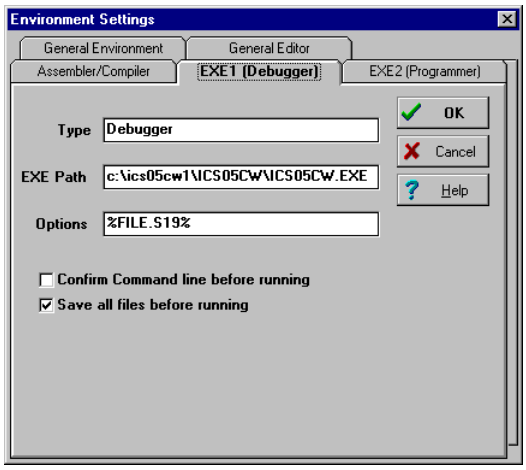

**Figure 1-1. *WinIDE Environment Settings* Dialog *EXE1 Tab***
- Click on the *EXE1 Debugger* tab to bring the tab (Figure 1-1) to the front. Set the executable type, path and filename, command line options (including optional switches, filenames, or port settings), and other options for the ICS05JPW debugger application.